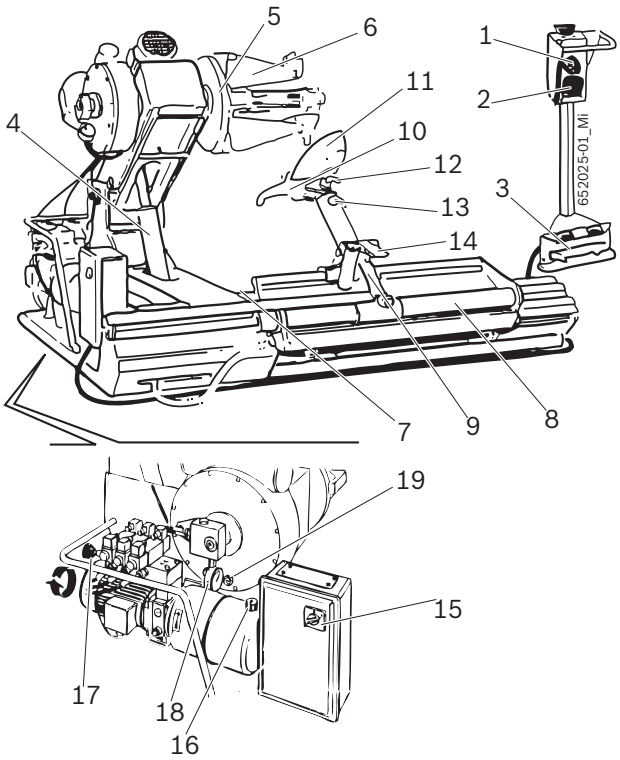

Fig. 1: JUMBO TCS 52 ANW MAXI
La brida de ajuste funciona a través de un circuito hidráulico de alta presión regulable de 20 a 130 bar rotando la manopla correspondiente (Fig. 1, pos. 17) y leyendo el valor en el manómetro (Fig. 1, pos. 18). La presión normal de ejercicio es de 130 bar. Con las llantas ligeras o particularmente delgadas es necesario disminuir dicha presión.
Para ruedas con diámetro inferior a 800 mm o superior a 1500 mm, se aconseja quitar la toma de la herramienta de montaje (Fig. 1, pos. 12) y ubicarla en el segundo agujero.